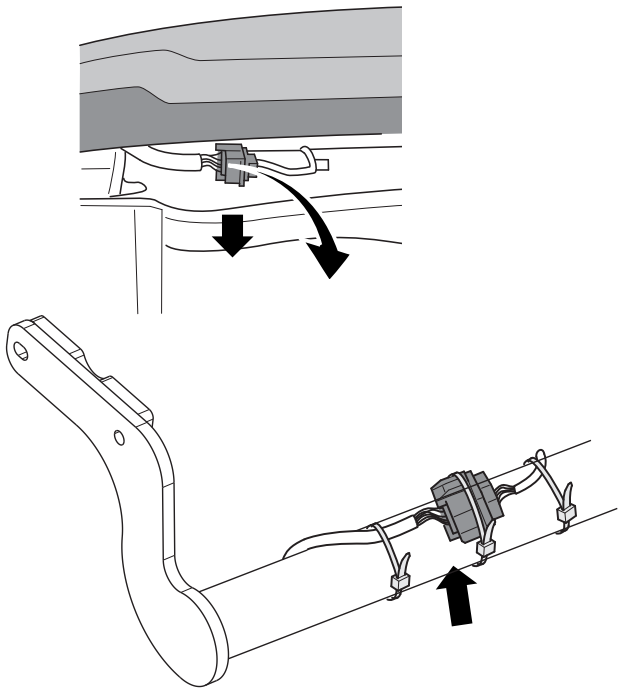

Fig. 2
3. При необходимости, провести проводку датчиков парковки заднего хода по-другому. См. рисунок 2.